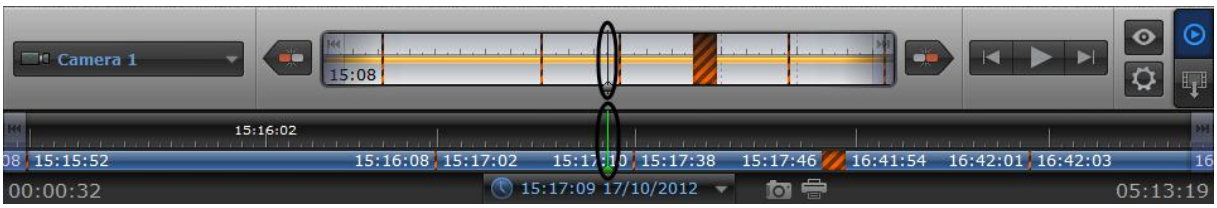

Figure 12.17-15 Time scale indicators
1. By dragging the scale relatively the indicator (Figure 12.17-15). When the indicator is matched to the point on the time scale then there is going to the moment on the record corresponding to this point.